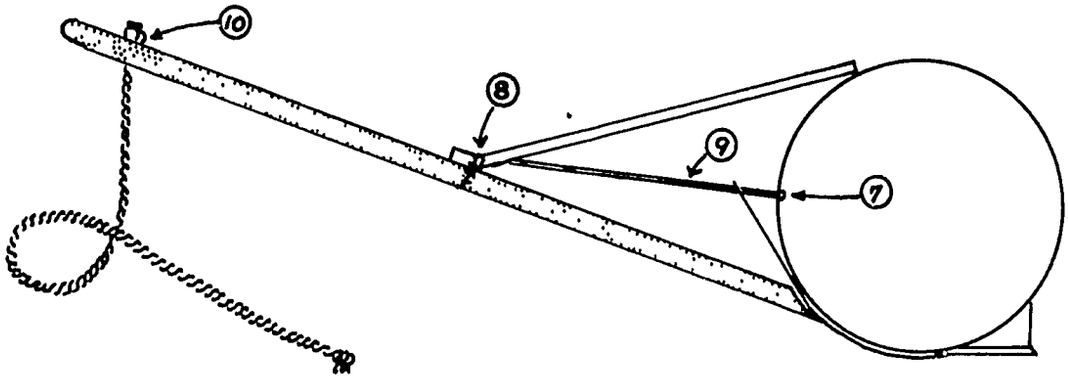

FIGURE 8 INSTALLING BRACE WIRES AND ROPE
6. Install the brace wires and rope. See Figure 8.